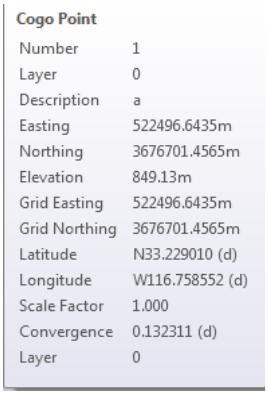

***Figure 2-68** Information of the COGO point displayed in tooltip*
6. Hover the mouse over the first COGO point; the information of the point is displayed in the tooltip, as shown in Figure 2-68.